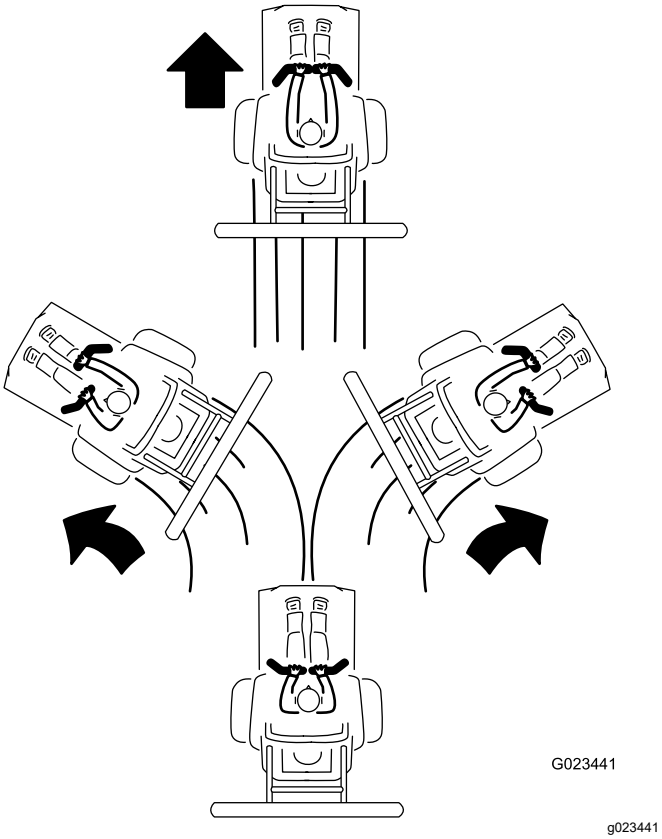

Figuur 19
3. Om vooruit te rijden, duwt u de bedieningshendels langzaam naar voren (Figuur 19).